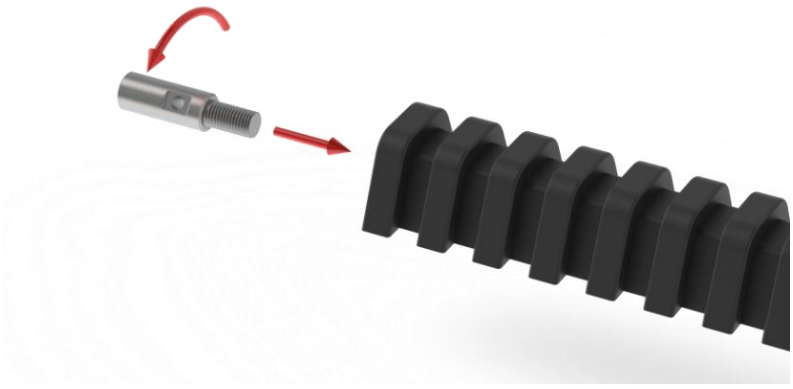

Figure 11. Step 1 of Pipe Stop rail assembly; fix the Pipe Stop connector with the male side only one thread into the end of a Pipe Stop rail segment
- A correct connection is absolutely vital for the safe functioning of the Pipe Stop PS50 system. See Fig. 11, Fig. 12 and Fig. 13 how the Pipe Stop rail segments should be connected to form a complete Pipe Stop rail. After connecting the Pipe Stop PS50 rail segments, place a Pipe Stop PS50 block over the newly made connection. The block should fit over the gap comfortably. If additional force is needed to place the block on the rail, the connection is incorrect and the connection needs to be made again.